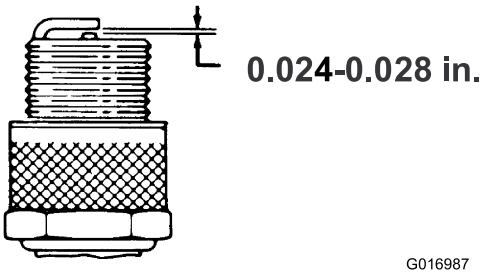

Figur 31
3. Pass på at elektrodeavstanden er korrekt (Figur 31).